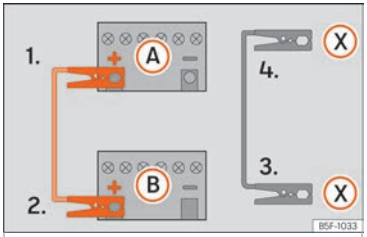

Fig. 50 Esquema de conexión para vehículos con sistema Start-Stop.
4b. *En los vehículos con sistema Start-Stop:* emborne un extremo del cable *negro* de emergencia (X) a un terminal de masa adecuado, a una pieza de metal maciza que vaya atornillada al bloque motor o al mismo bloque motor ››› fig. 50.
5. Emborne el otro extremo del cable *negro* de emergencia (X), en el vehículo con la batería descargada, a una pieza de metal maciza que vaya atornillada al bloque motor o al mismo bloque motor pero lo más alejado posible de la batería (A).